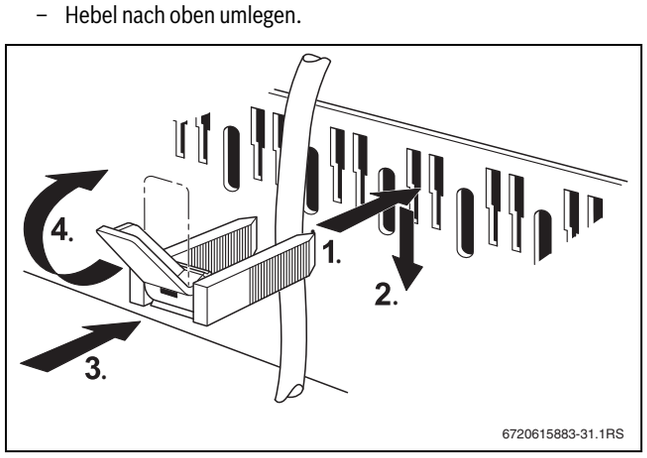

Bild 31 Kabel mit Kabelschelle sichern
– Kabelschelle mit eingelegter Leitung von oben in die Schlitze des Schellenrahmens einsetzen (→ Bild 31, Seite 30).